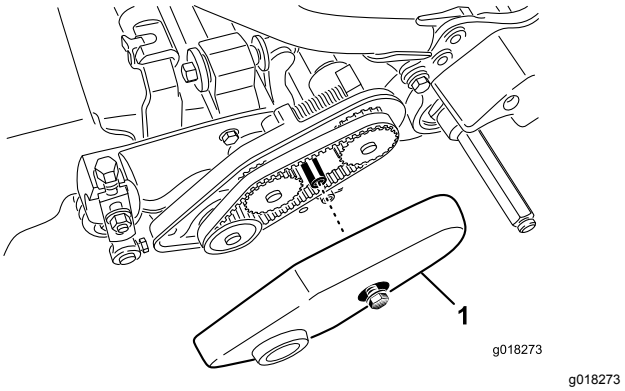

**Rysunek 47**
2. Poluzuj śrubę kołnierzową mocującą pokrywę paska i zdemontuj pokrywę paska, aby odsłonić pasek (Rysunek 47).